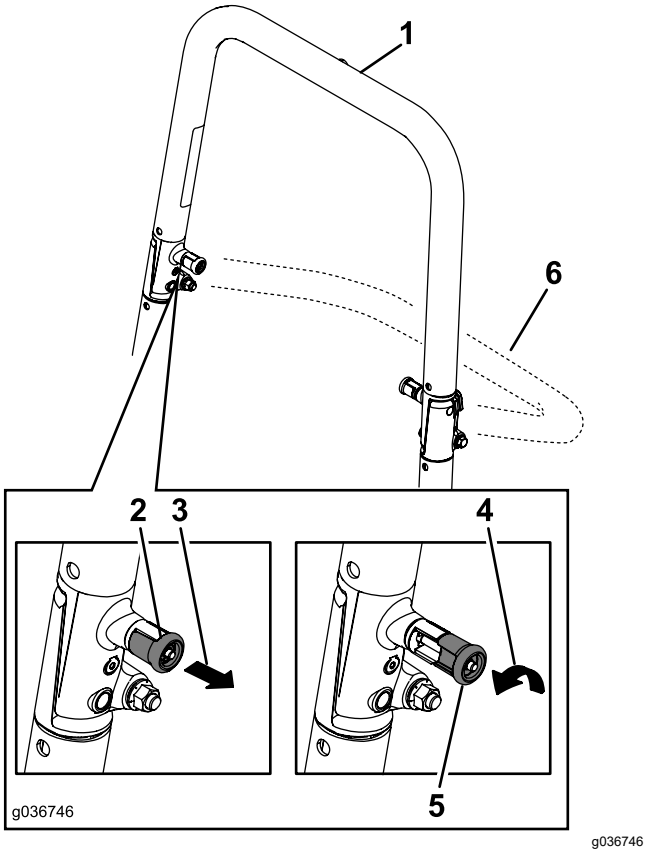

Bild 8
2. Ziehen Sie beide Handräder heraus und drehen sie um 90°, damit sie nicht eingerastet sind (Bild 8).
3. Senken Sie den Überrollbügel ab (Bild 8).
1. Heben Sie den Überrollbügel in die Betriebsstellung an und drehen die Handräder, bis sie sich teilweise in den Schlitzen bewegen (Bild 8).
2. Klappen Sie den Überrollbügel ganz hoch und drücken Sie gleichzeitig auf den oberen Überrollbügel, damit die Stifte einrasten, wenn die Löcher mit den Stiften ausgefluchtet sind (Bild 8).